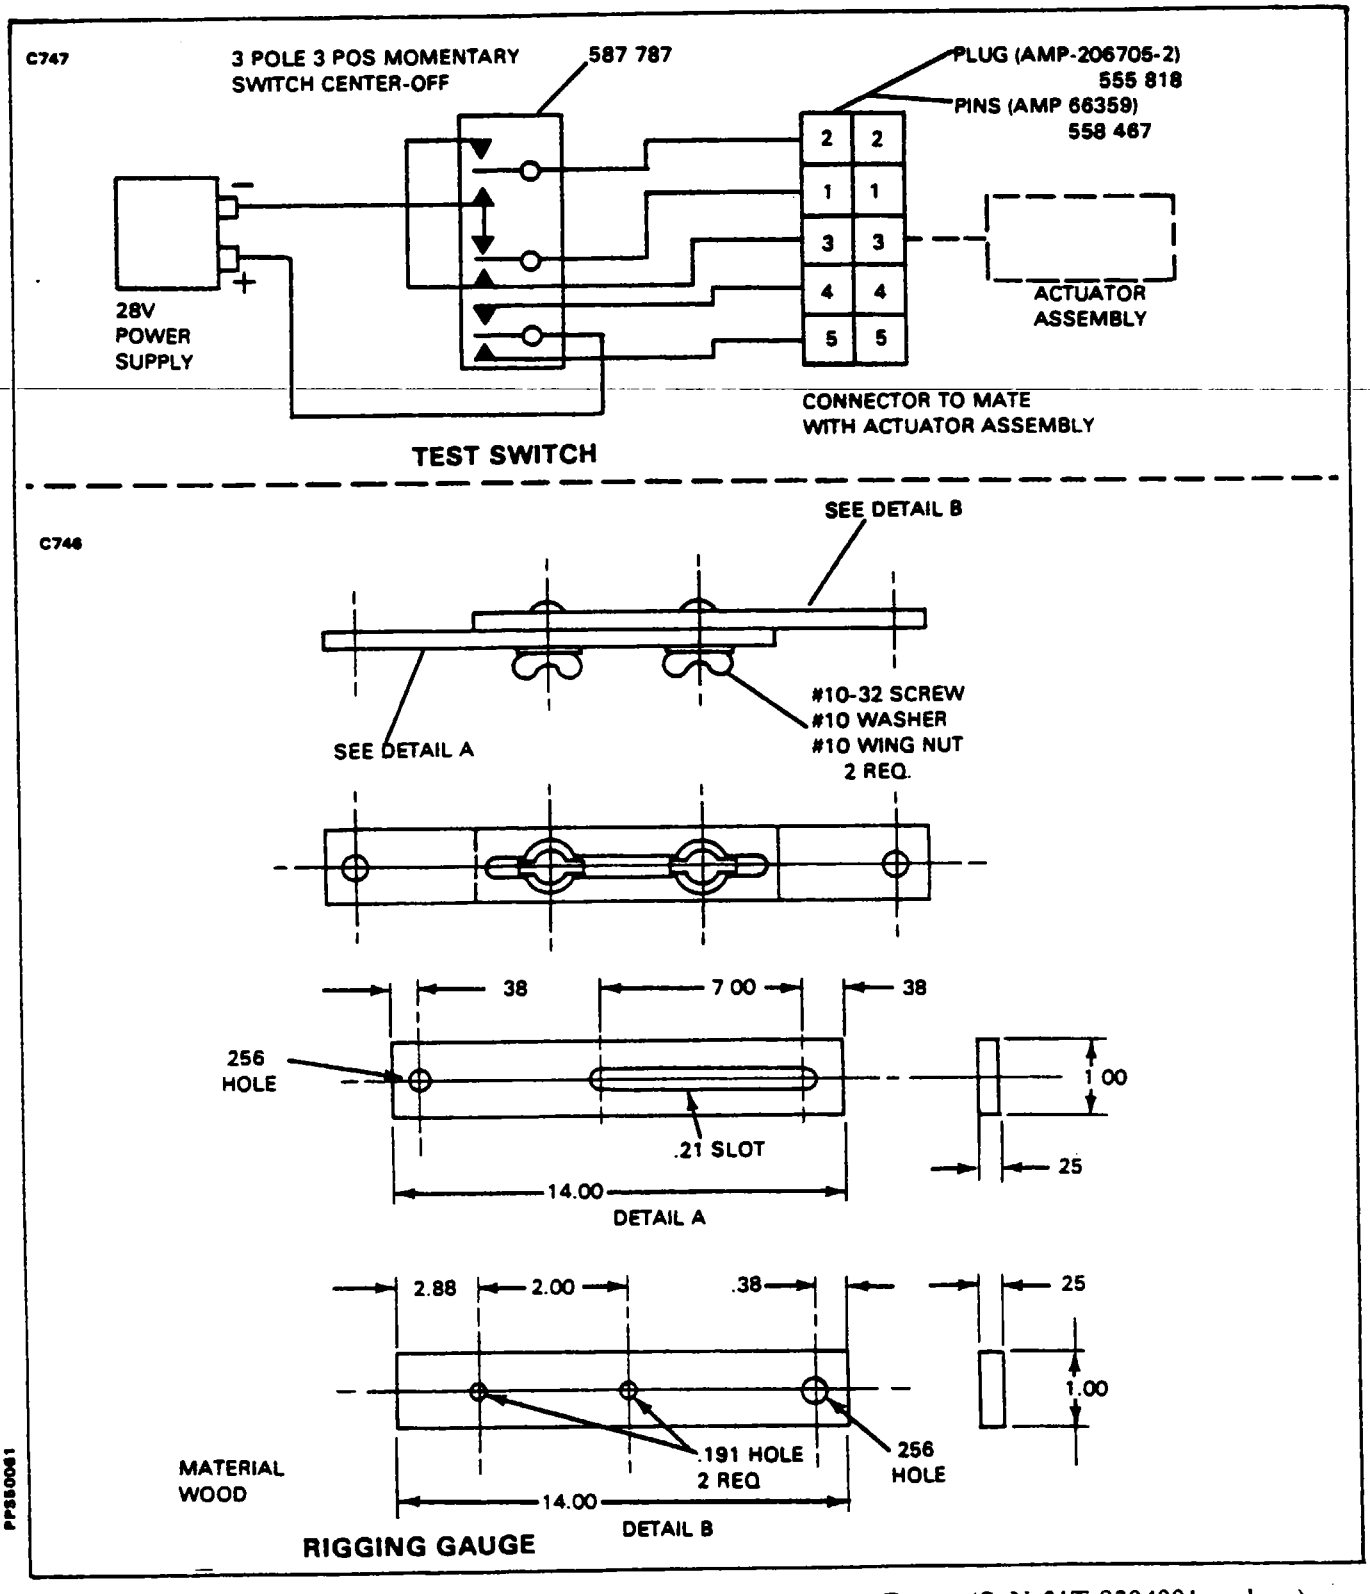

Figure 8-2b. Special Equipment for Rigging Inertial Separator Doors (S/N 31T-8304001 and up)
1. Fabricate a "Length Rigging Gauge" per information given in Figure 8-2b, and a "Test Harness and Connector" per Figure 8-2b.